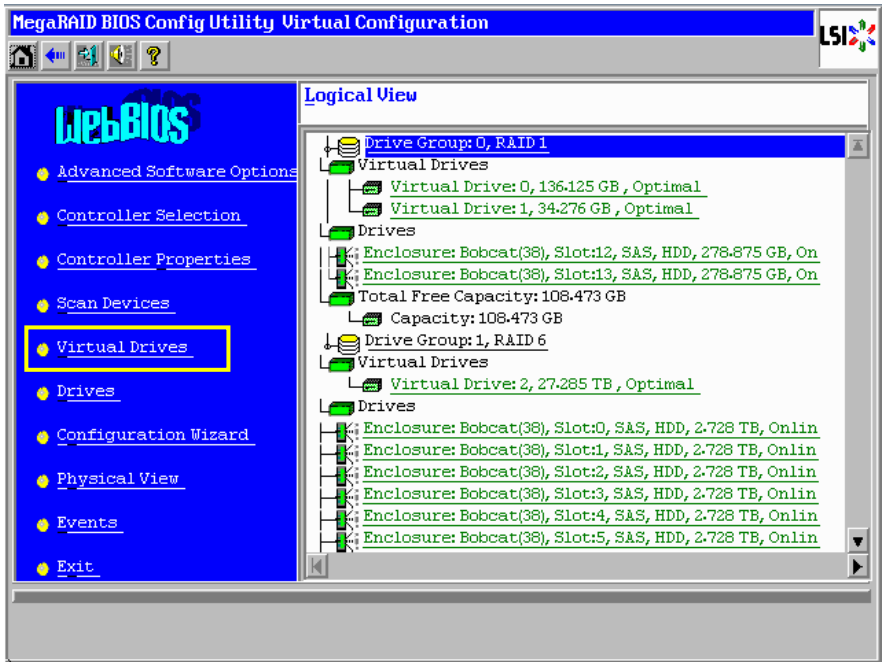

Figure B.2.8-8 Main Menu window
(10) The main menu window is displayed as shown in Figure B.2.8-8.